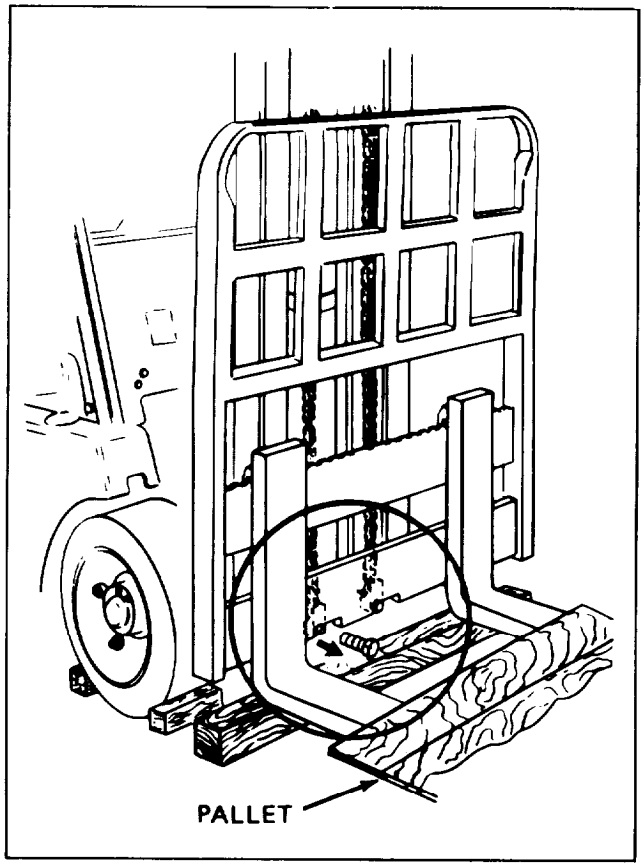

Figure 5-142. Fork and Carriage Blocking
e. Tilt the upright forward as far as it will go, and place a pallet or other weight across the forks so that the carriage will not tip backwards when it is removed from the upright. (See figure 5-142.)